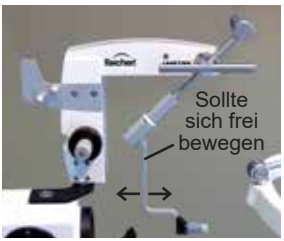

Abbildung CA-06
4. Drücken Sie bei installiertem Prisma in Messposition leicht auf den Druckarm. Der Druckarm sollte sich zwischen den Anschlägen frei bewegen. Siehe Abbildung CA-06.
11. Drücken Sie bei installiertem Prisma in Messposition leicht auf den Druckarm. Der Druckarm sollte sich zwischen den Anschlägen frei bewegen. Siehe Abbildung CA-06.
18. Drücken Sie bei installiertem Prisma in Messposition leicht auf den Druckarm. Der Druckarm sollte sich zwischen den Anschlägen frei bewegen. Siehe Abbildung CA-06.